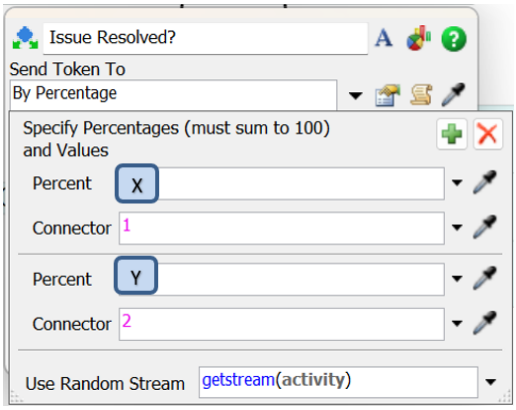

Figure 6b: Activity Properties
**Q12b.** Referring to Figure 6b, what values should Jack input for X and Y if 30% of the calls require a specialist to intervene?